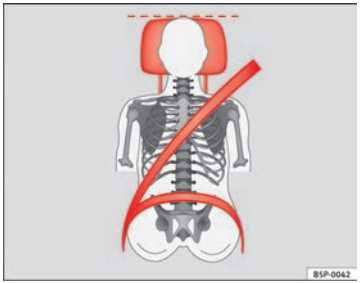
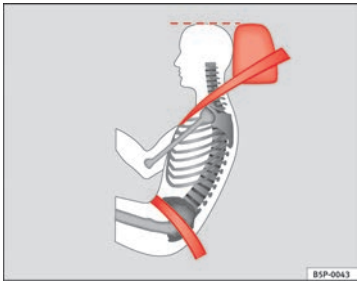

Fig. 3 Apoyacabezas ajustado correctamente visto de frente
Fig. 4 Apoyacabezas ajustado correctamente visto lateralmente
– Ajuste el apoyacabezas de modo que el borde superior quede, en la medida de lo posible, a la altura de la parte superior de la cabeza, como mínimo a la altura de los ojos ⇒ fig. 3 y ⇒ fig. 4.